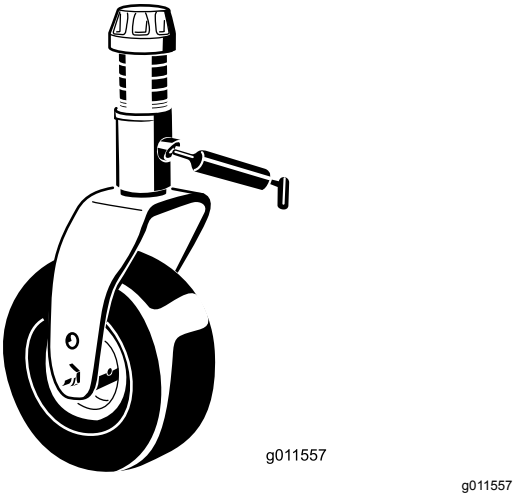

Figuur 65
- Lagerbus van as van zwenkwielvork (1) (Figuur 65)
- Lagerbussen van draaipunt van arm van spanpoelie (1) (onder de arm van de spanpoelie)